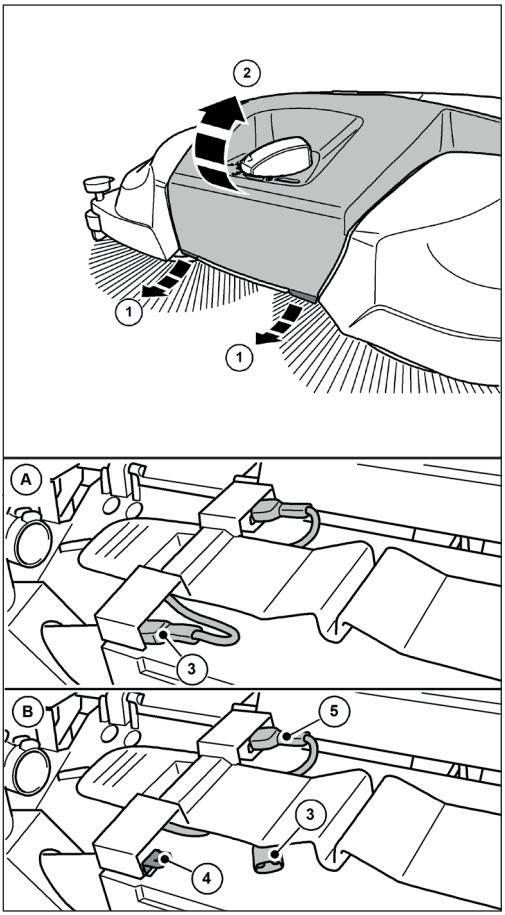

Abb. 24: Koble fra batteriets tilkoblingskabel
3. Koble den blå batteritilkoblingskabelen (3) fra batteriets pluggflik (4).
» Pass på at den blå batteritilkoblingskabelen (3) ikke utilsiktet kan komme i kontakt med pluggfliken (4) på grunn av ytre påvirkninger, f.eks. ved at apparatet beveger seg (se fig. 24 Figur B).